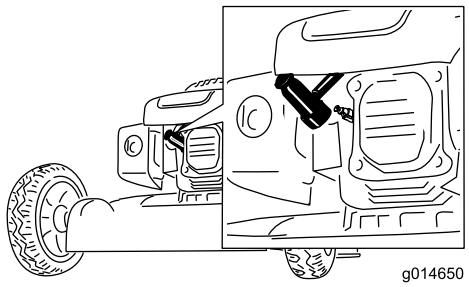

Bild 23
2. Ziehen Sie das Zündkabel von der Zündkerze ab, bevor Sie Wartungsarbeiten ausführen (Bild 23).